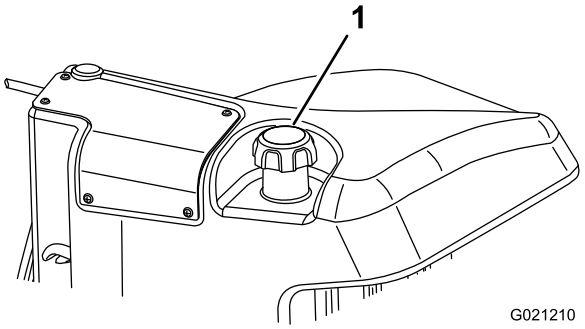

**Figura 31**
3. Retire el tapón del depósito de combustible (Figura 31).